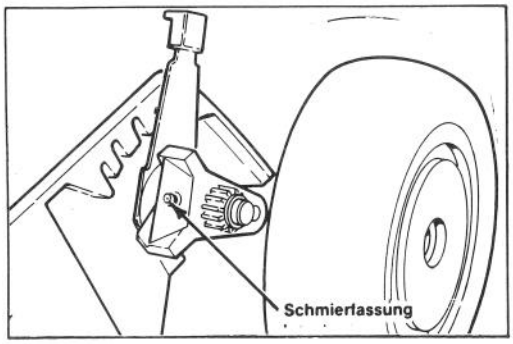

Abbildung 15
2. VORDERE ACHSENBOLZEN (Abb. 15) SCHMIEREN–Schnitthöhe auf 3-inch einstellen. Wischen Sie die Schmierfassung mit einem sauberen Lappen ab. Setzen Sie die Schmierpistole an der Fassung an und geben Sie vorsichtig 2-3 Tropfen von #2 Mehrzweck Lithium Base Fett darauf. Übermäßiger Druck kann die Dichtungen beschädigen.